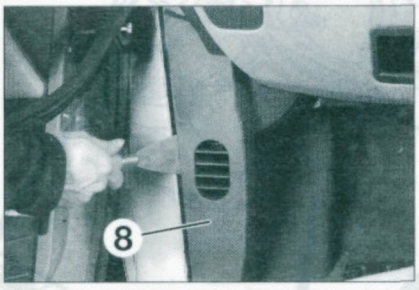

FIGURE 9-26
• Décliper la garniture du pied de caisse (8) et déposer la vis située derrière celui-ci **(figure 9-26)**.